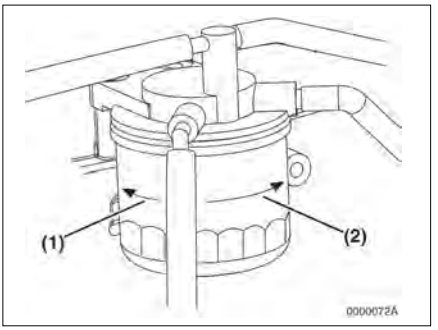

Figure5-13
3. Remove the fuel filter with a filter wrench, turning it to the left **(Figure5-13,(1)).** When removing the fuel filter, carefully hold it to prevent the fuel from spilling. Wipe up all spilled fuel.
5. Install the new fuel filter. Turn to the right **(Figure5-13, (2))** and hand-tighten it only until it comes in contact with the mounting surface. Tighten to 14-17 ft•lb (19.6-23.5 N•m; 2.0-2.4kgf•m) or one additional turn using the filter wrench.